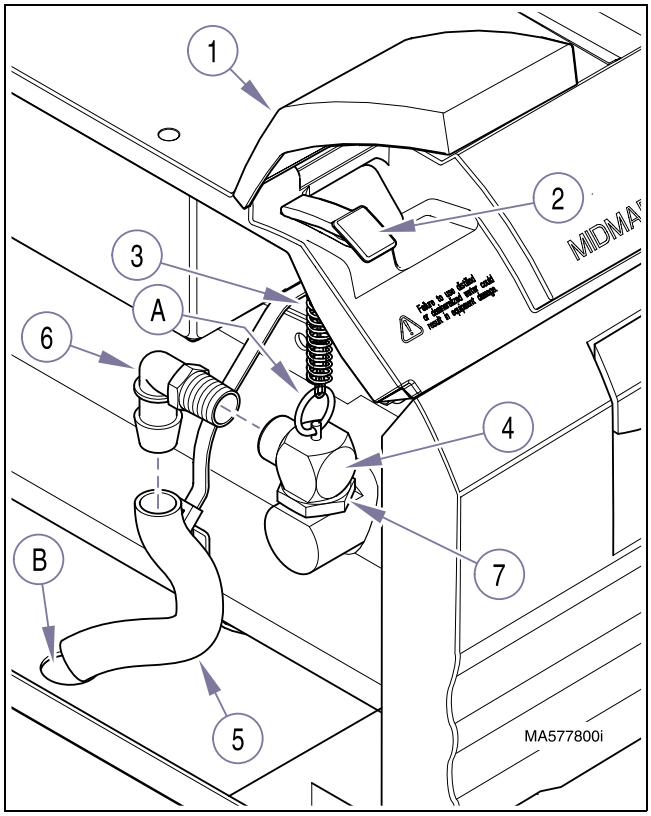

Figure 4-25. Pressure Relief Valve
(1) Select the UNWRAPPED cycle and press the START button to start the cycle.
(2) Open the water fill cover (1, Figure 4-25).